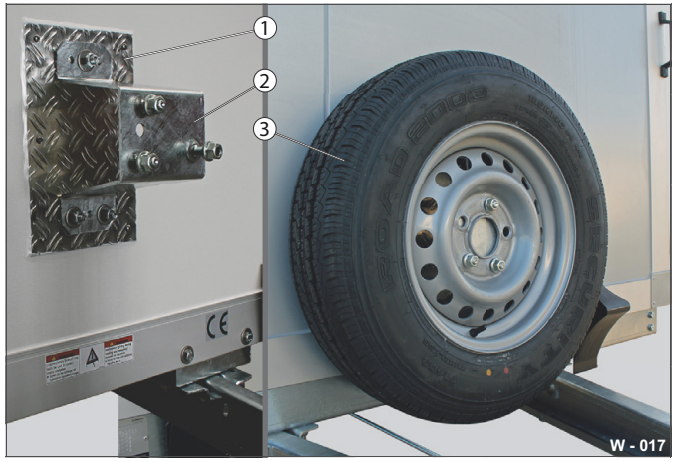
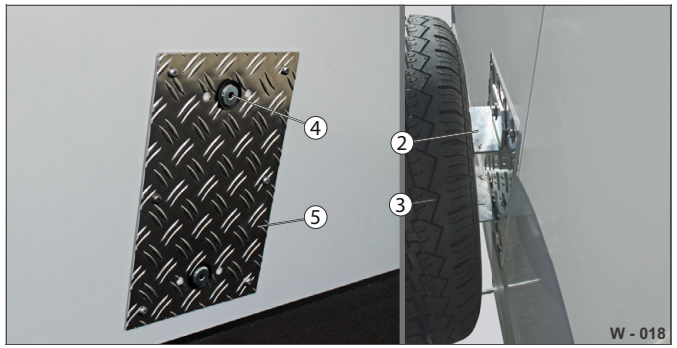

Abb. 19 Příklad: Rezervní kolo na přední stěně
Abb. 20 Upevnění rezervního kola
▶ Překontrolujte pevné usazení šroubových spojů (Abb. 20/4) držáku rezervního kola (Abb. 19/2).